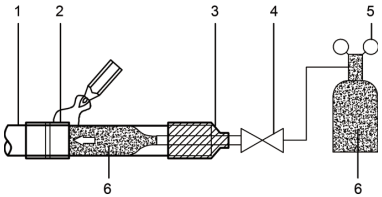

Рис. 6.4
- Когда во время пайки трубопровод заполнен азотом, давление азота необходимо снизить до 0,02 МПа с помощью редуктора для снижения давления См. рисунок 6.4.